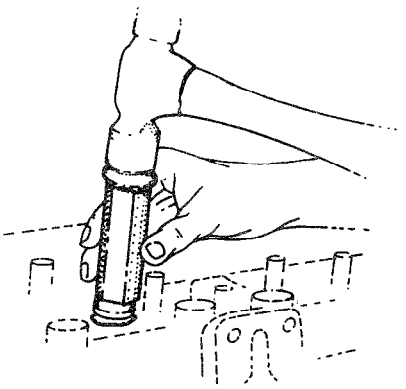

Fig. 14 — Driving Sleeve into Head
c. Insert the tool with the sleeve into the head; drive the sleeve into position with a hammer (see fig. 14).